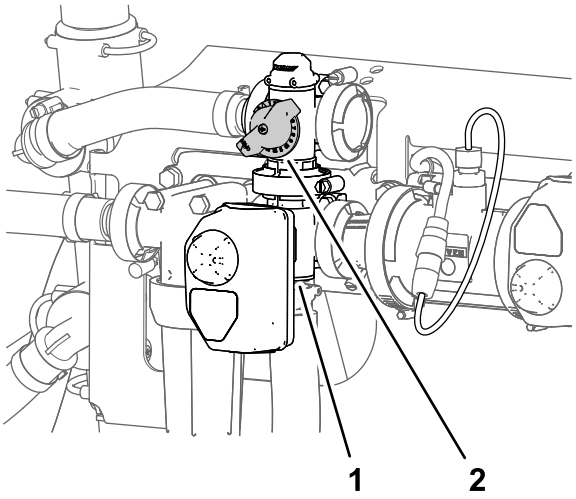

Рисунок 34
11. Отрегулируйте перепускной клапан перемешивания (Рисунок 34) на задней стороне клапана перемешивания так, чтобы давление в системе опрыскивания, показываемое манометром, составляло 689 кПа (6,89 бар).